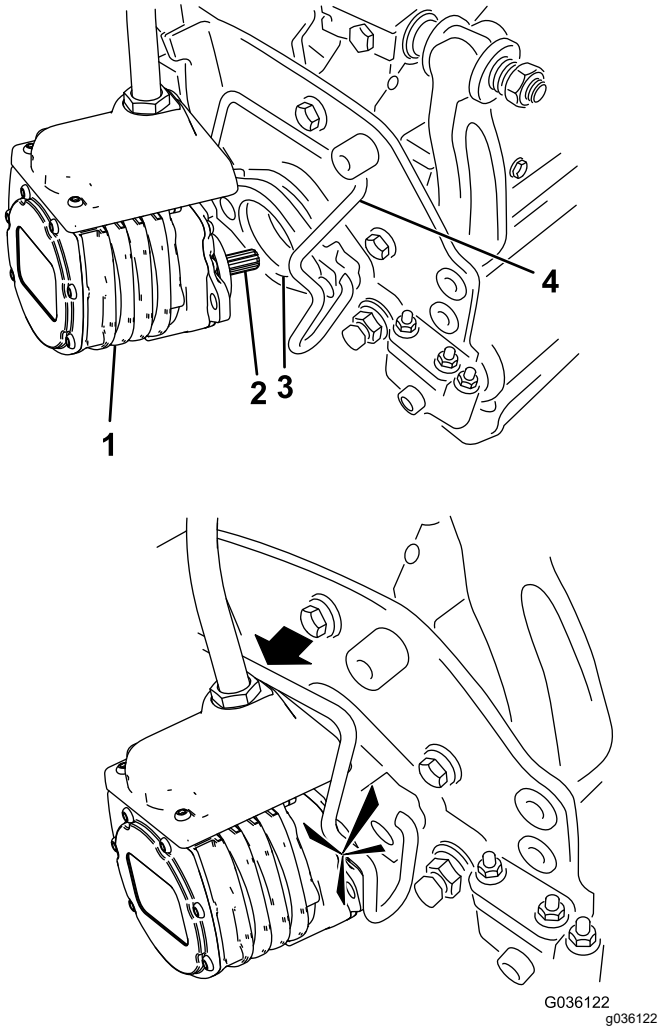

Figuur 54
6. Smeer schoon vet op de sleufas van de motor van de maai-eenheid (Figuur 54).
7. Steek de motor in de linkerkant van de maai-eenheid (gezien vanuit de bestuurdersstoel) en trek de motorbevestigingsstang op de maai-eenheid in de richting van de motor totdat u aan beide kanten een klik hoort (Figuur 54).